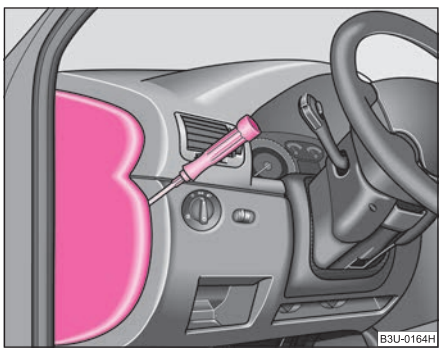

Fig. 201 Left side of the dash panel: fuse cover
– Use a screwdriver to take off the fuse cover ⇒ fig. 201.